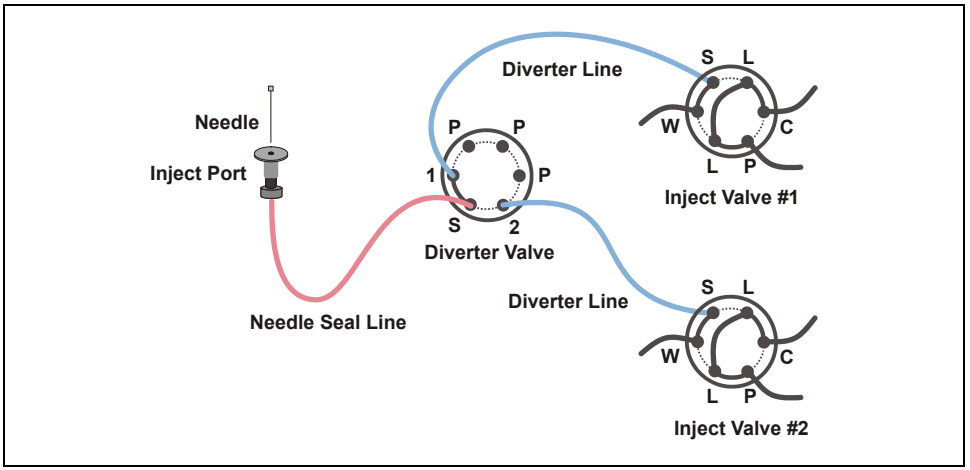

Figure B-35. Diverter Valve Plumbing Connections to Injection Valves
2. Connect the blue sample out line from port 1 on the diverter valve to port S on the injection valve of system #1 (see Figure B-35).